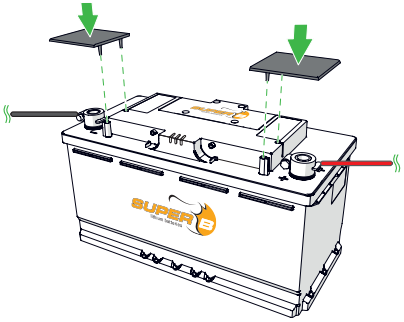

Abbildung 12. Platzieren Sie die zusätzlichen Kappen über die Kfz-Polklemmen
2. Schließen Sie die Last oder das Ladegerät an den X2 Pluspol der Lithium-Ionen-Batterie an. (Abbildung 12)
5. Platzieren Sie die zusätzlichen Kappen über die Kfz-Polklemmen. (Abbildung 12)